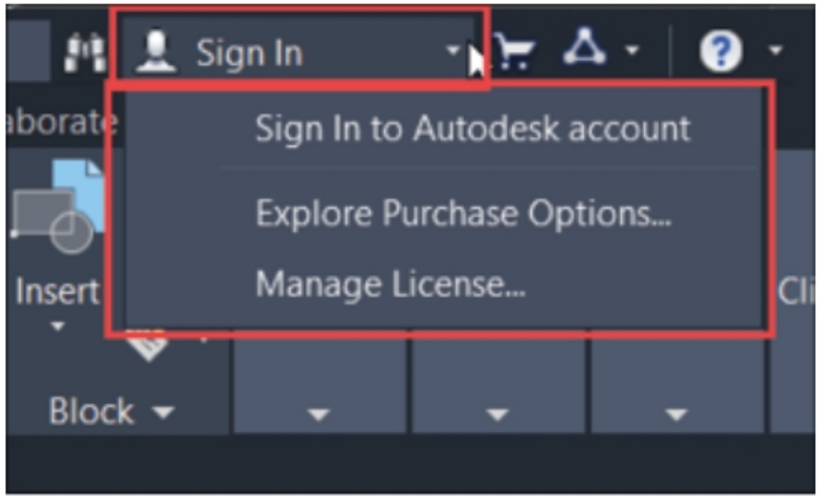
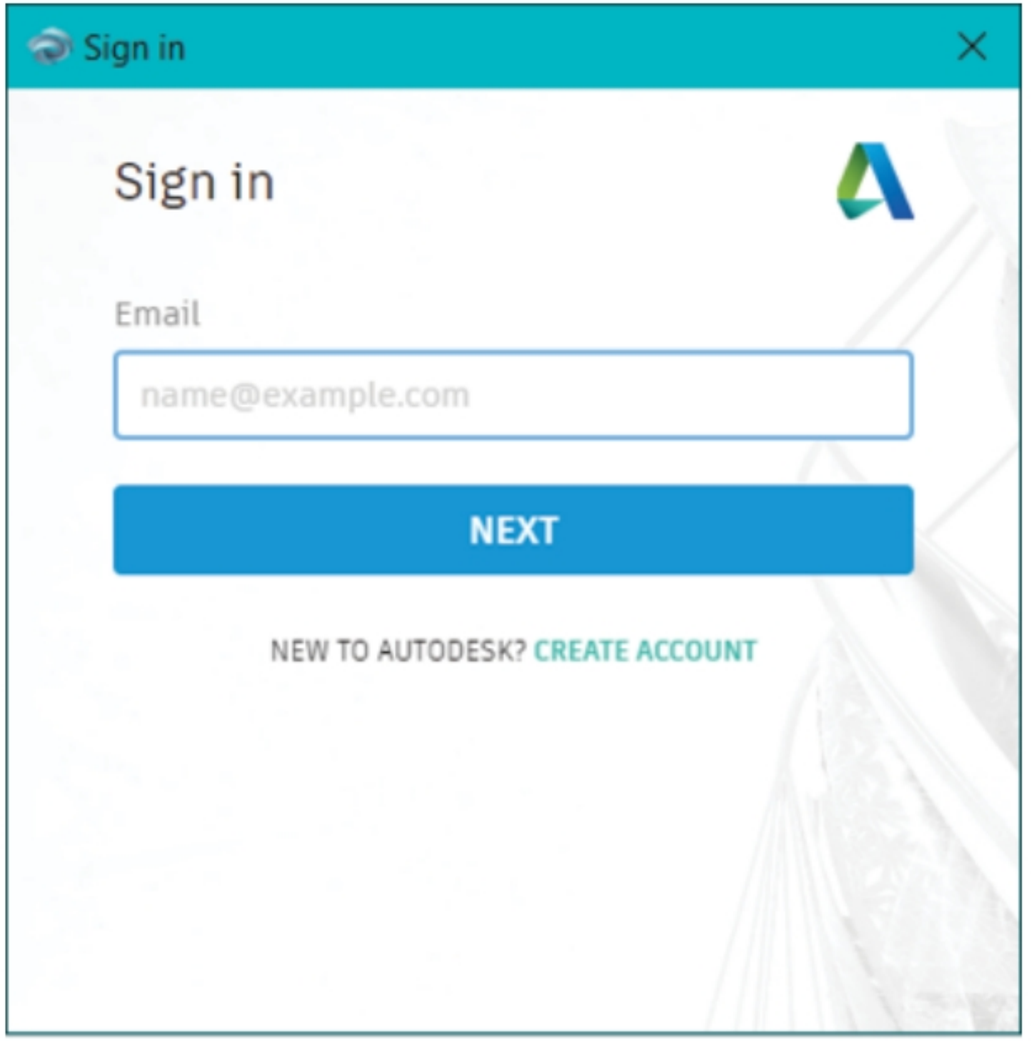

Figure-11. Sign In option
Figure-12. Autodesk sign in dialog box
- **Sign In** button is used to sign into the Autodesk account. If you are not having an Autodesk account then you can create one from Autodesk website. If you have an Autodesk account then you can save and share your files through Autodesk cloud and you can render on cloud which are very fast services. To sign into your Autodesk account, click on the **Sign In** button. As a result, a drop-down will display; refer to Figure-11. Click on **Sign In to Autodesk account** option from the drop-down. The **Autodesk - Sign In** dialog box will be displayed; refer to Figure-12. Enter your ID and click **NEXT** button. You will be asked to specify password. Type your password and click on the **Sign In** button to login. Note that AutoCAD Electrical 2022 version onwards, a sign-in is needed to even start the software as license of software is now linked to the account.